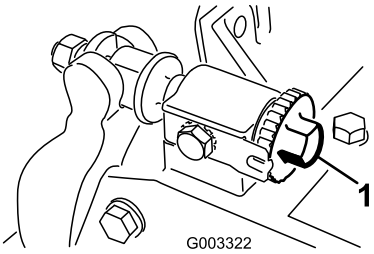

Rysunek 26
1. Zmniejsz nacisk bębna do noża dolnego poprzez przekręcenie pokręteł regulacyjnych noża dolnego (Rysunek 26) w kierunku przeciwnym do ruchu wskazówek zegara, aż przestaną do siebie dotykać.